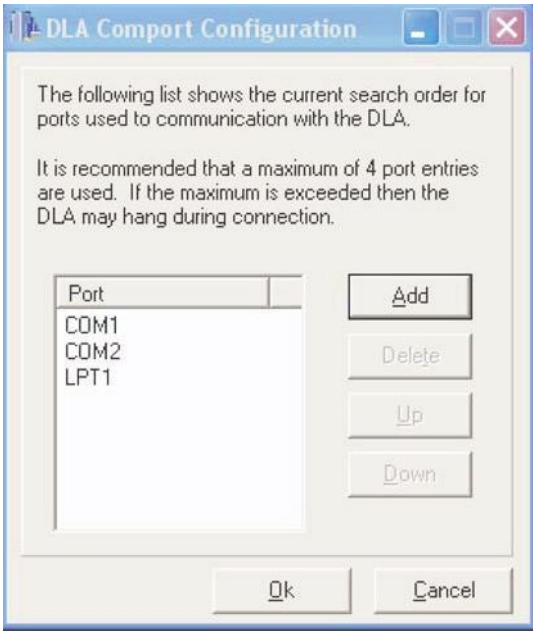

Fig 26.
3 Caso selecione a opção “Parallel/Serial” (paralela/série), aparecerá uma segunda caixa de diálogo. As portas de comunicação que o Service Master 2 utilizará para se comunicar e a seqüência em que ele tentará e se comunicará será exibida na janela ⇒ ***Fig 26. (146)***.